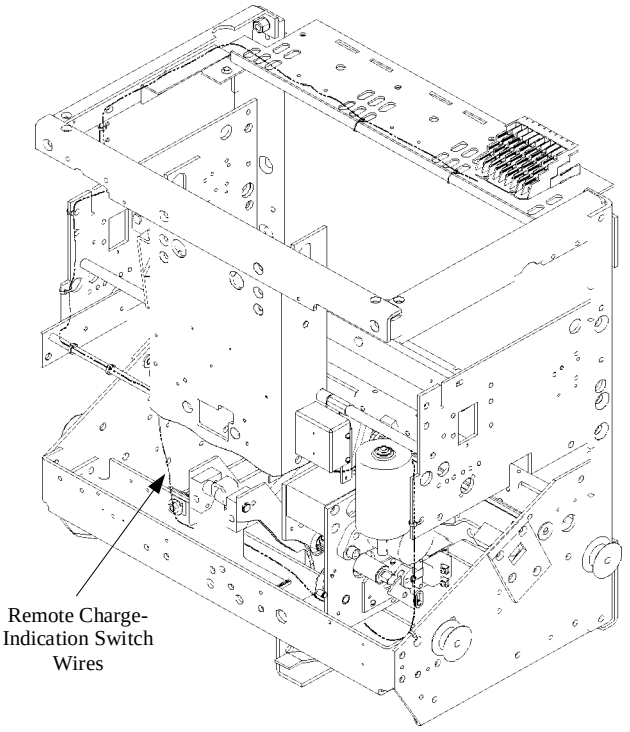

Figure 4. Recommended route for wiring to the secondary disconnect.
If this is a new installation, connect control wires to the screw terminals on the switch, then route the wires to secondary disconnect C, as shown in Figure 4, and connect to terminals 8 and 17, as illustrated in Figure 5. If there is no secondary disconnect C block installed, install the unit supplied with the kit, as described below.
3. Connect control wires to the screw terminals on the switch, then route the wires to secondary disconnect C, as shown in Figure 4, and connect to terminals 8 and 17, as illustrated in Figure 5. If there is no secondary disconnect C block installed, install the unit supplied with the kit, as described below.